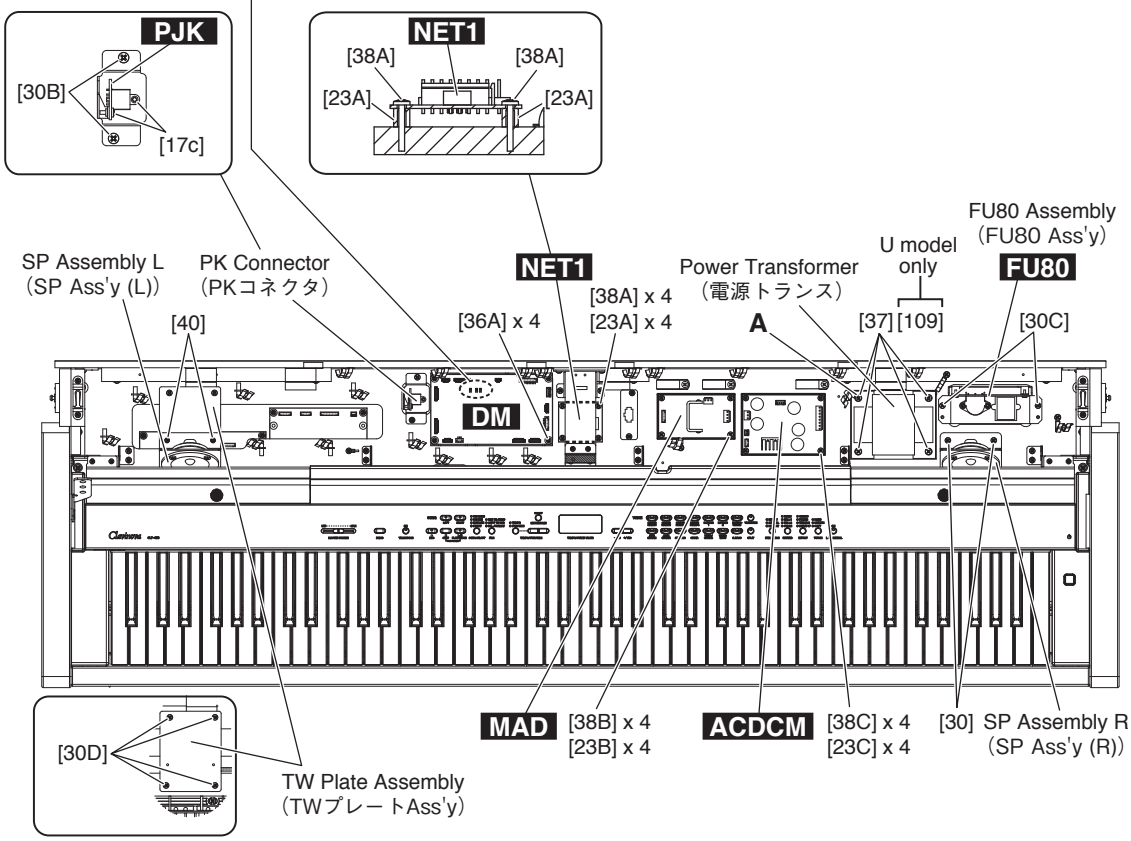

Fig.6（図 6）
4-3 Each assembly can be removed by removing its fixing screws as listed below. (Fig.6, Table 1)
4-3 下記のネジを外すことにより、各アッセンブリを外すことができます。（図 6、表 1）
*2 When removing the TW plate assembly, disconnect the SP assembly L first. (Fig.6)
*4 As for the screw marked [37] at the location of "A", it is tightened together with a cord binder. (Fig.6)
*2 TWプレートAss'yを外す時は、先にスピーカAss'y Lを外します。(図6)
*4 "A"の位置の[37]のネジは、束線止めと共締めされています。(図6)
5-4 Remove the two (2) screws marked [17c]. The PJK circuit board can then be removed from the PK connector. (Fig.6)
5-4 [17c] のネジ 2 本を外し、PK コネクタから PJK シートを外します。(図 6)